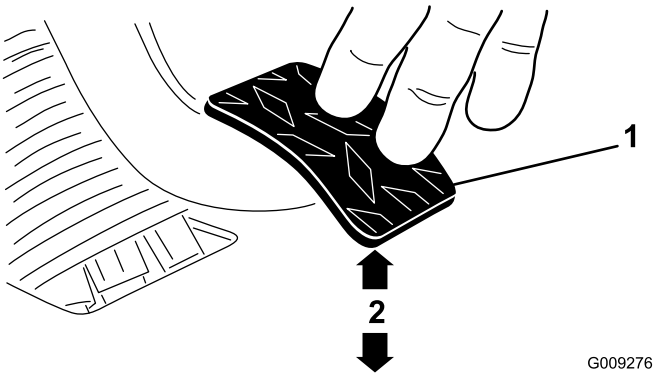

Rysunek 70
3. Reguluj przeciwnakrętki lub przegub kulowy, aż tylna krawędź pedału sprzęgła znajdzie się w odległości 9,5 ± 0,3 cm od górnej krawędzi żebrowanej płyty podłogowej, gdy do pedału zostanie przyłożona siła 1,8 kg (Rysunek 70).